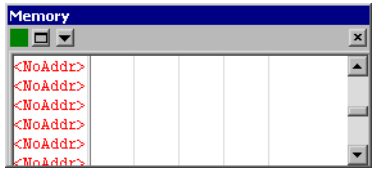

Figure 6-9 Memory pane
6. If no Memory pane is visible, select **View** → **Memory** to display the Memory pane, shown in Figure 6-9 on page 6-19.